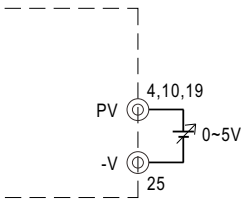

Figure 3-1 Connection for the external DC voltage source
◎Output voltage can be adjusted between 90%~110% of the rated value by adding external voltage source. Please refer to Figure 3-1 for details.
(1)Connect an external DC voltage source between PV (pin 4,10,19) and -V (pin 25) on CN500 connector, as shown in Figure 3-1.